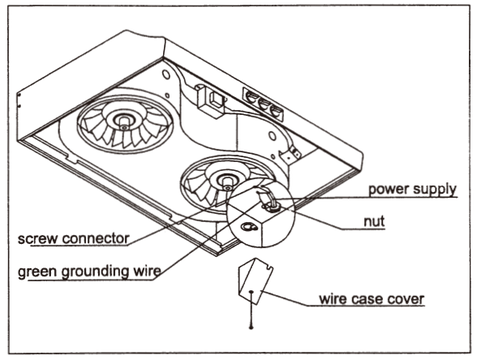

Fig. 16 Wire the power supply cord
11. Connect the leading wires and power supply cord (refer to the circuit diagram on page 11/12 in this manual.),put back cover and screw on. (Fig. 16)